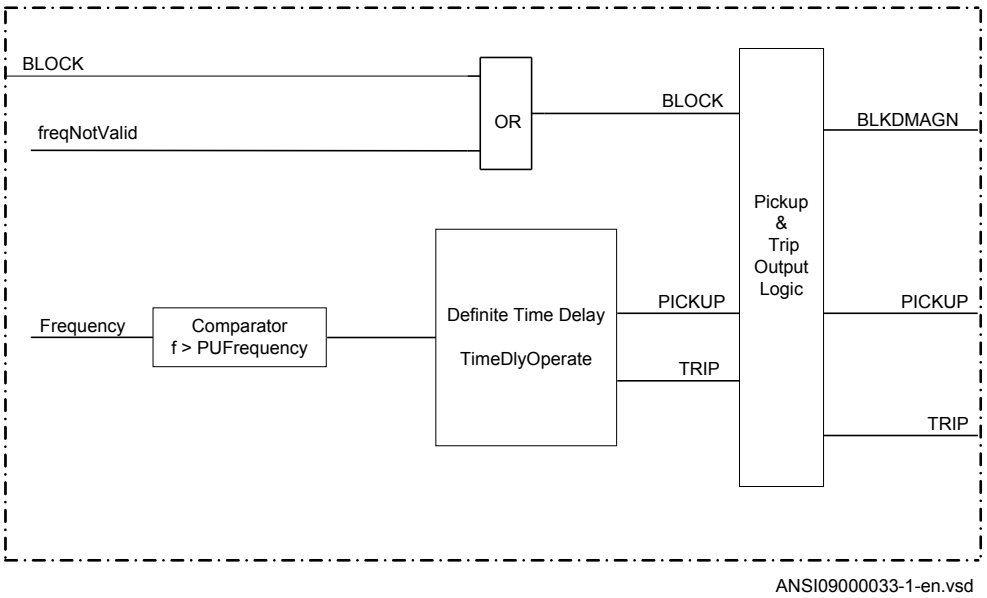

Figure 88: Schematic design of overfrequency protection SAPTOF (81)
The design of overfrequency protection SAPTOF (81) is schematically described in figure 88.